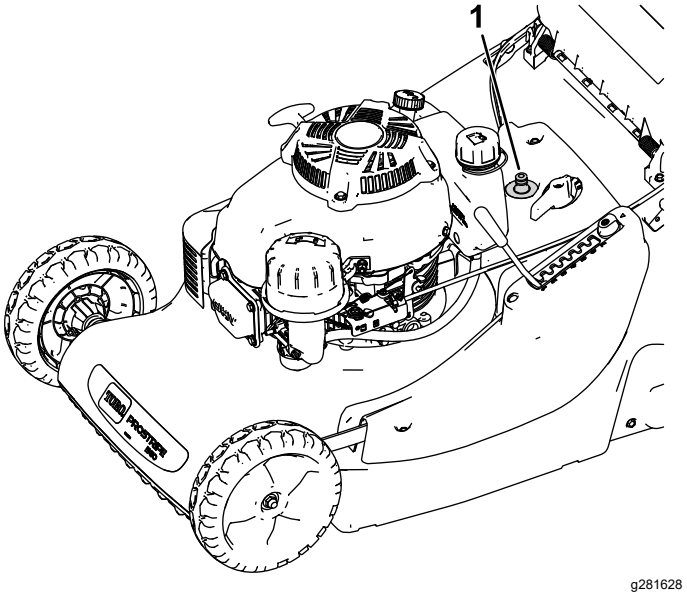

Figura 21
7. Collegate una canna da giardino al rubinetto dell'acqua e al foro di lavaggio (Figura 21).